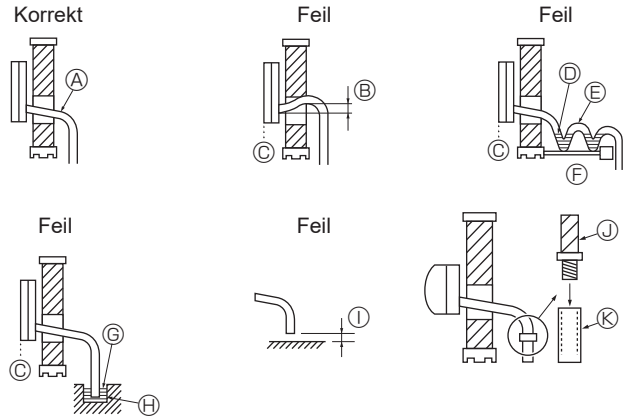

Fig. 5-1
5.1. Arbeid med avløpsrør (Fig. 5-1)